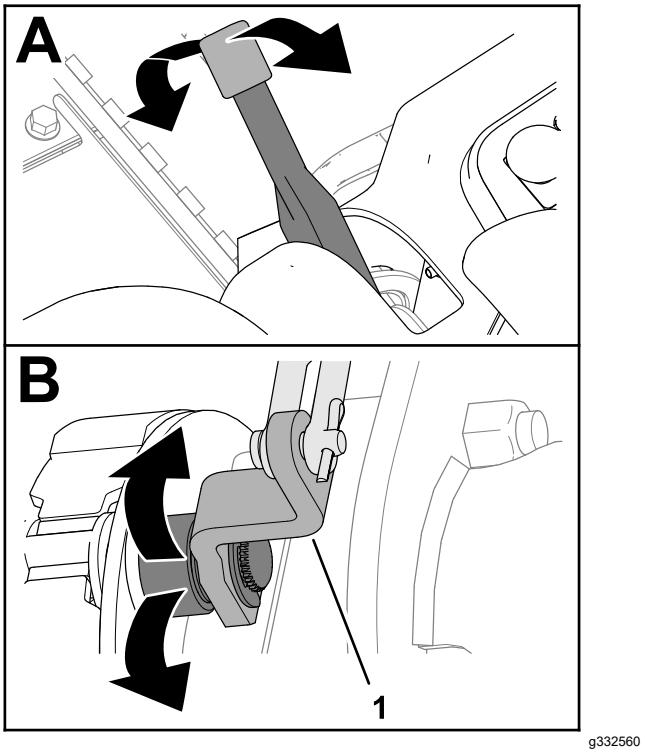

Figuur 83
2. Beweeg de parkeerremhendel naar boven en naar beneden om te controleren of de hendel voor de remnokhendel vrij beweegt (Figuur 83).